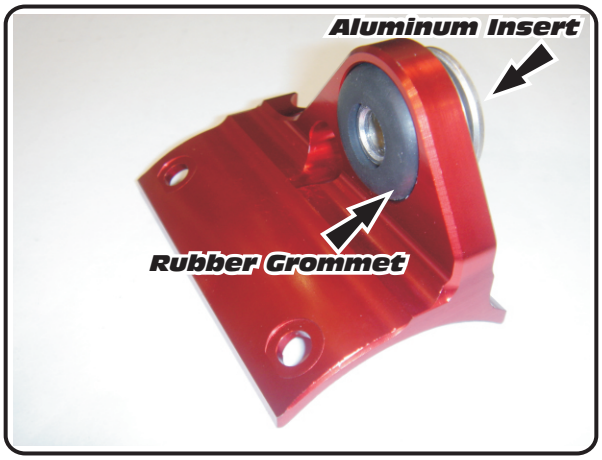

Fig. 5
7. Install supplied rubber grommet into aluminum muffler mounting bracket. Install aluminum insert into rubber grommet (note direction on insert, see Fig. 5).